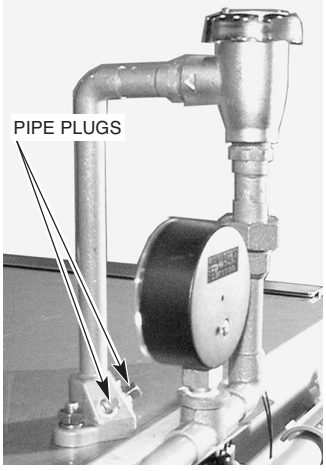

Fig. 29
The rinse line flange connector on top of the dishwasher has two ⅛ inch NPT pipe plugs (Fig. 29).
- Remove the plug(s) (Fig. 29) for installation of the rinse aid dispenser tube and / or chemical sanitizer tube, as needed.